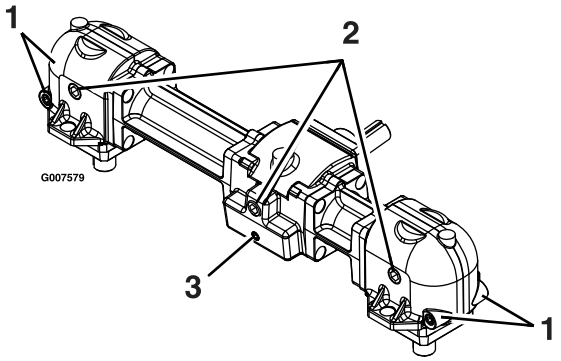

Figuur 35
4. Verwijder de grote aftapplug aan de voorkant van elk van de drie delen van de tandwielkast en tap de olie af (Figuur 35).